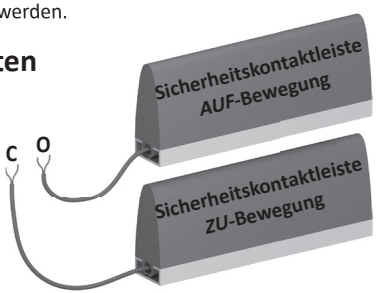

Bild 1: Verschaltung am Spulenkern
8.1 Anschluss am Spulenkern SPK 54 (Bild 1)